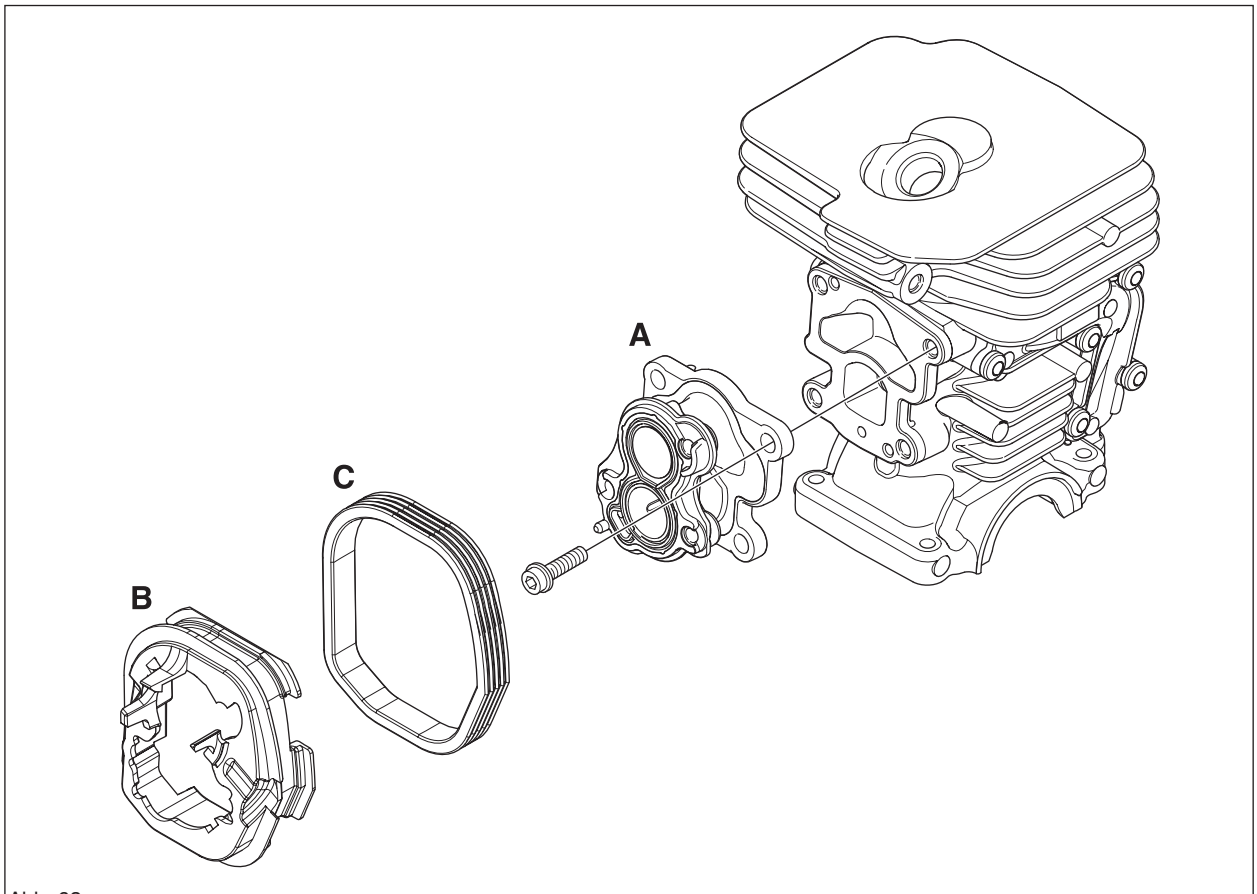

Abb. 62
Einlassstutzen (A) und Trennwände (B und C) mit Werkzeug 502 50 87-01 am Zylinder montieren. (Siehe Abb. 62.)